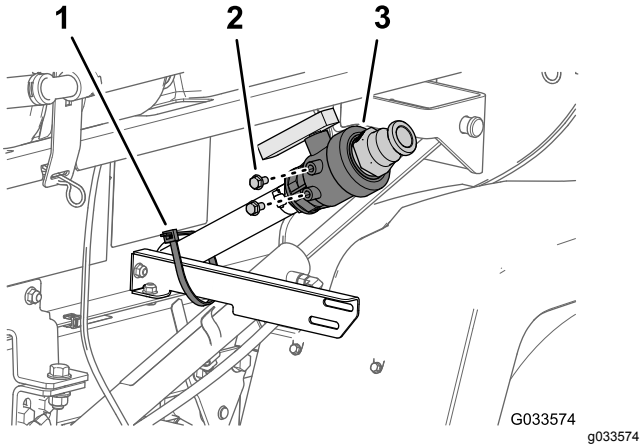

Figur 13
1. Fjern kabelsnoren som fester tappeventilen og slangen til spredertanken, til tappeventilbraketten (Figur 13).
2. Fjern de to flenshodeboltene (5/16 x ⅝ tomme) fra tappeventilhuset (Figur 13).